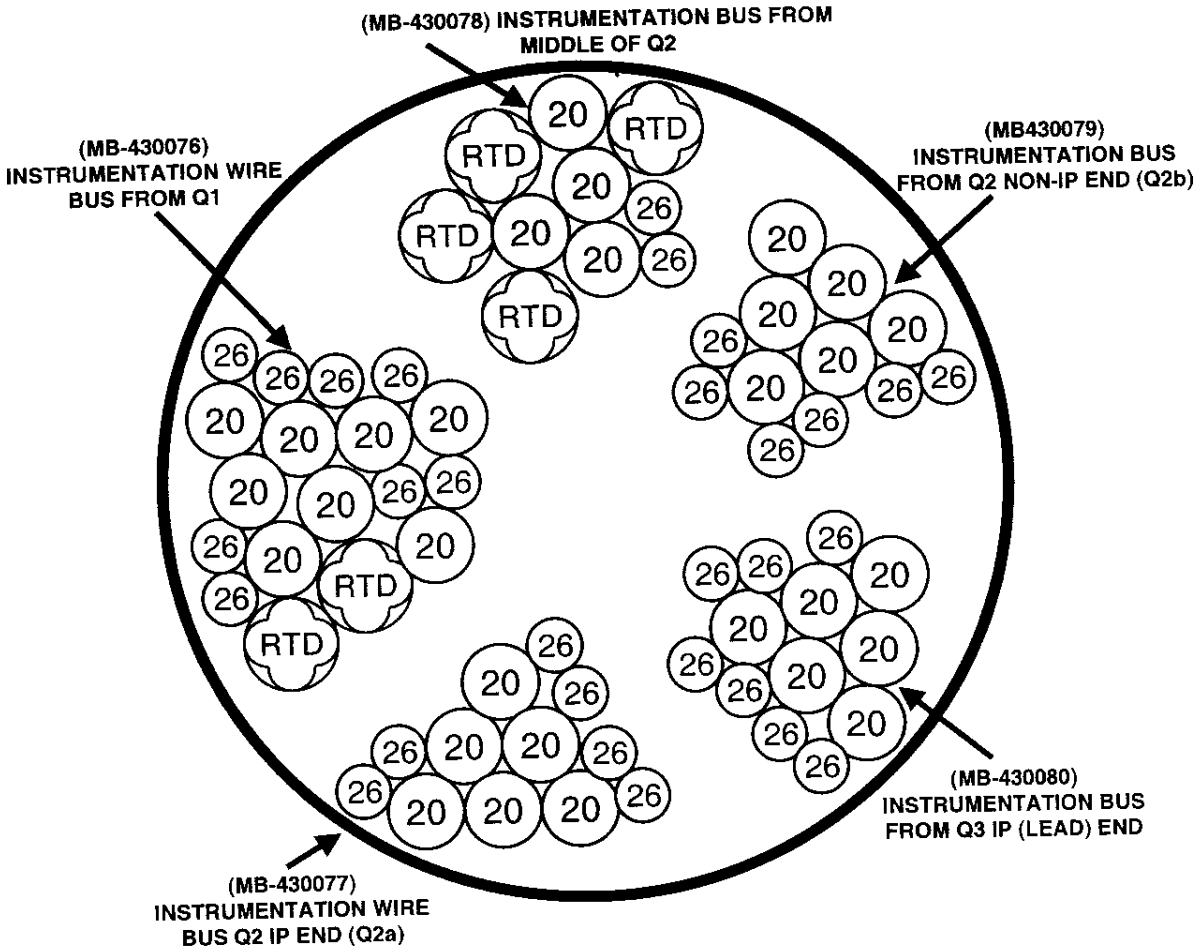

**Figure 7.1**
7.1 Prepare Q3 Instrumentation Wire Feed thru (MB-430074). Build per Q3 Module Assembly Instrumentation Wire Feed thru (ME- 430074). Wire Labels and descriptions are shown in Figure 7.1 and per (MB-430074).